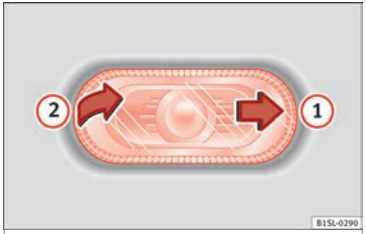

Fig. 153 Removing the side turn signal
1. With one hand move the side turn signal backwards ››› **Fig. 153** (1).